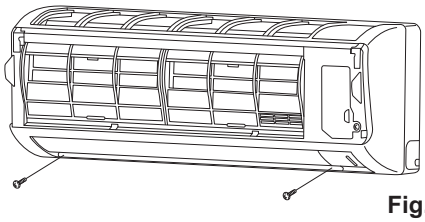

Fig. 2-209
(2) Remove the 2 screws. (Fig. 2-209)
(2) Make sure that the grille and frame are firmly fitted together by engaging the tabs.
(3) Affix the grille with the 2 previously removed screws. (Fig. 2-209)
(4) Install the air intake grille.